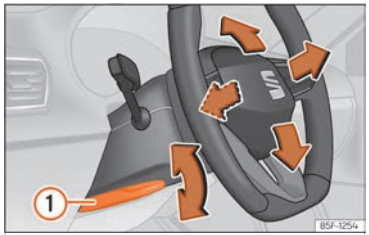

Fig. 68 Lever in the lower left side of the steering column.
- Pull lever ››› Fig. 68 (1) down, move the steering wheel to the desired position and lift the lever back up until it locks.
- **After adjusting the steering column, push lever ››› Fig. 68 (1) firmly upwards so that the steering wheel does not accidentally change position while driving.**